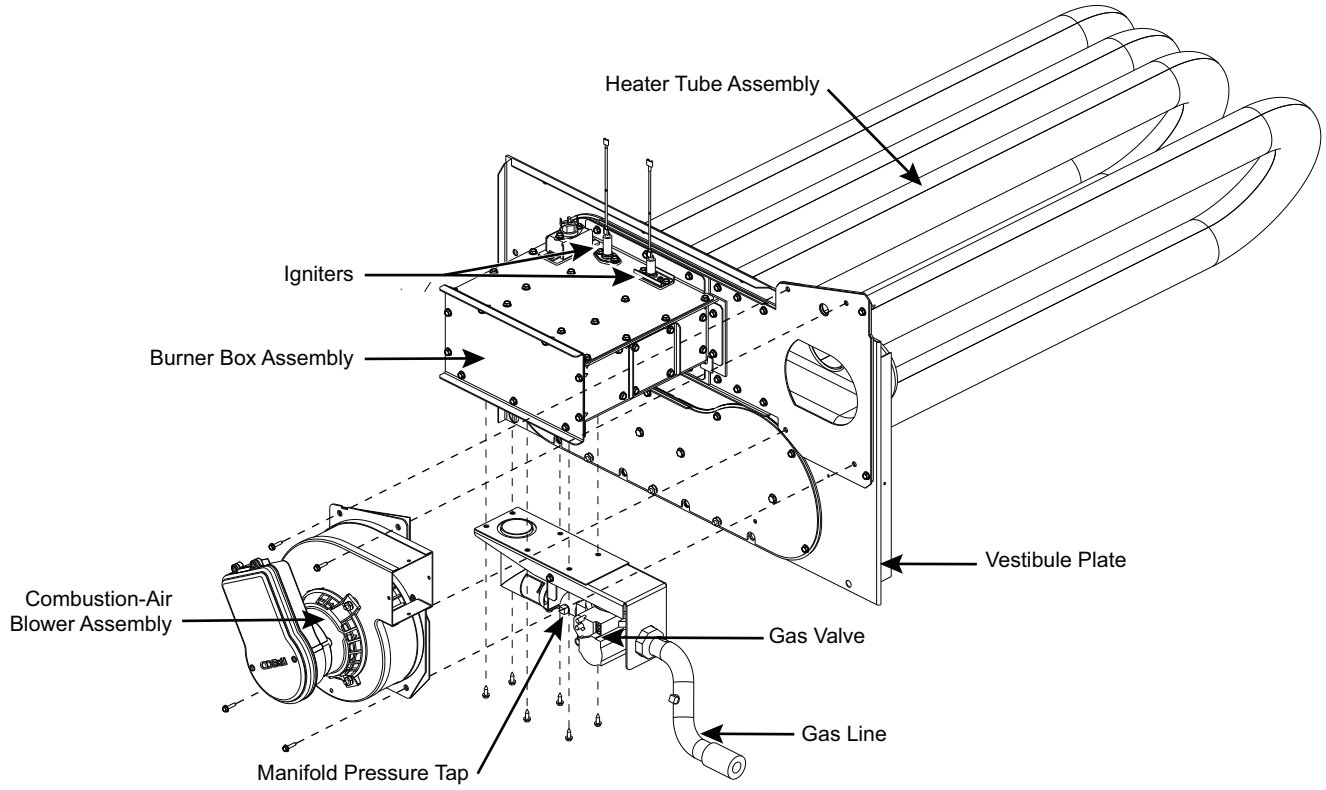

Fig. 43 — Heat Exchanger Assembly
2. Remove the four screws attaching the induced-draft motor housing to the vestibule plate (see Fig. 43).
9. Remove the six screws attaching the gas valve assembly to the burner box assembly (see Fig. 43).
10. Remove the pressure switch hose from the connection on the flue cover assembly (see Fig. 43).